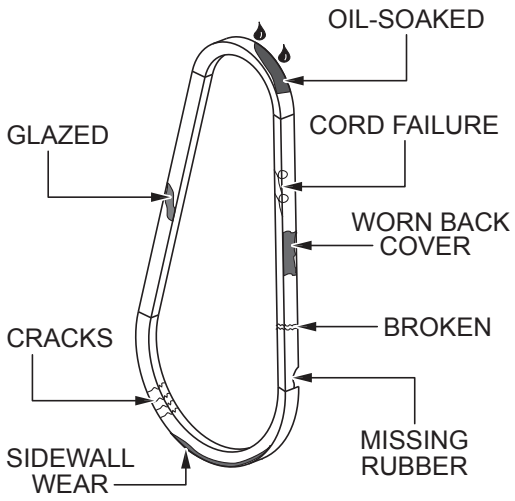

Figure 65. V-Belt Inspection
1. Inspect the V-belt (Figure 65) to determine if it is frayed, peeling, full of tiny cracks, has pieces of rubber missing, or is otherwise damaged.
2. Inspect the V-belt (Figure 65) to determine if it is oil-soaked or *glazed* (a hard, shiny appearance on the sides of the belt). Either of these conditions can cause overheating of the belt, which can weaken the belt and increase the possibility of it breaking.